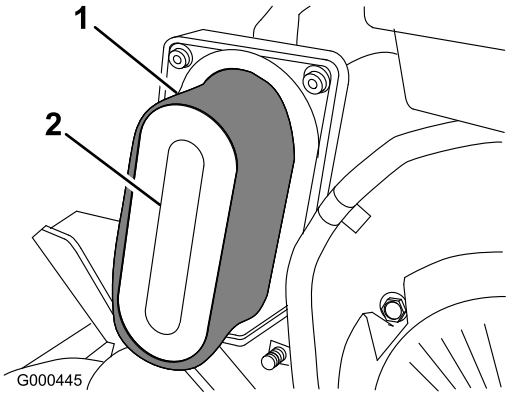

Figure 28
3. Si l'élément en mousse est encrassé, sortez-le de l'élément en papier (Figure 28). Nettoyez-le soigneusement.